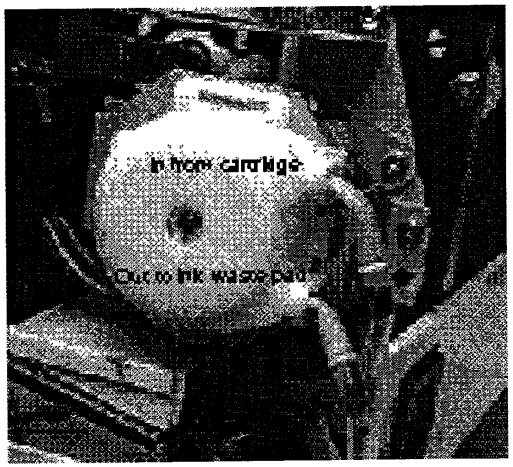

Рис. 2-17. **Насос тонера**
2. Проследите за тем, чтобы шланги от насоса были правильно подсоединены к соответствующим входу и выходу печатающей головки (рис. 2-17).